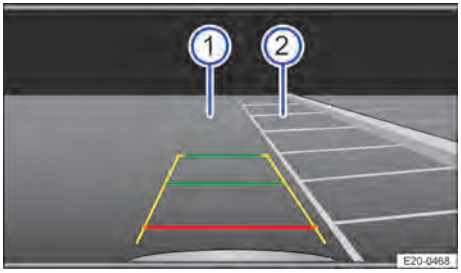

Fig. 132 Sistema de infotainment: elegir un hueco de aparcamiento.
4. Sitúe el vehículo delante del hueco de aparcamiento → Fig. 132 ②.